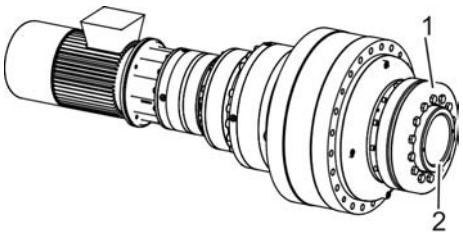

Afb. 38: Transmissie met krimpschijf aan de kant van de gedreven as
1. Als de transmissie aan de kant van de gedreven as een holle as (Afb. 38/2) voor een krimpschijf (Afb. 38/1) heeft, dan bij de montage van de krimpschijf ook de documenten van de fabrikant in acht nemen.